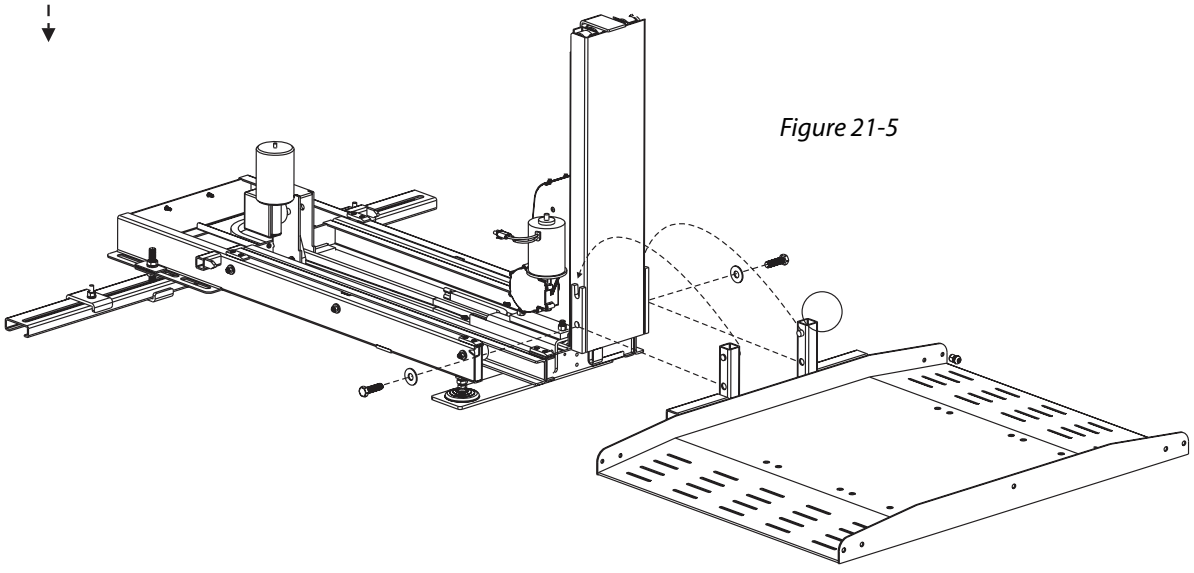

Figure 21-5
18. Thread ½-13 x 1-3/4" L Hex head Bolts and ½" washers into threaded holes as shown. *[Figure 21-5]* Test full motion of lift into and out of the vehicle. Be sure lift is level and no obstructions interfere with platform travel.